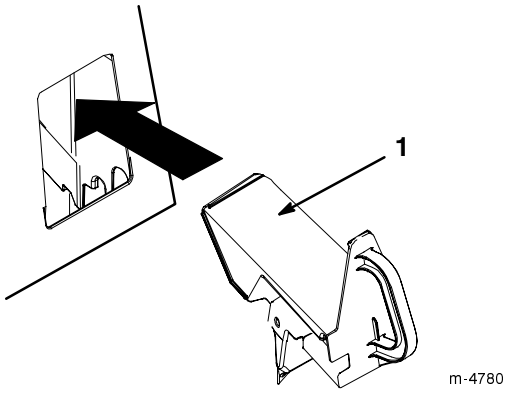

Bild 16
4. Stecken Sie den Recyclerverschluss in die Öffnung, siehe Bild 16.